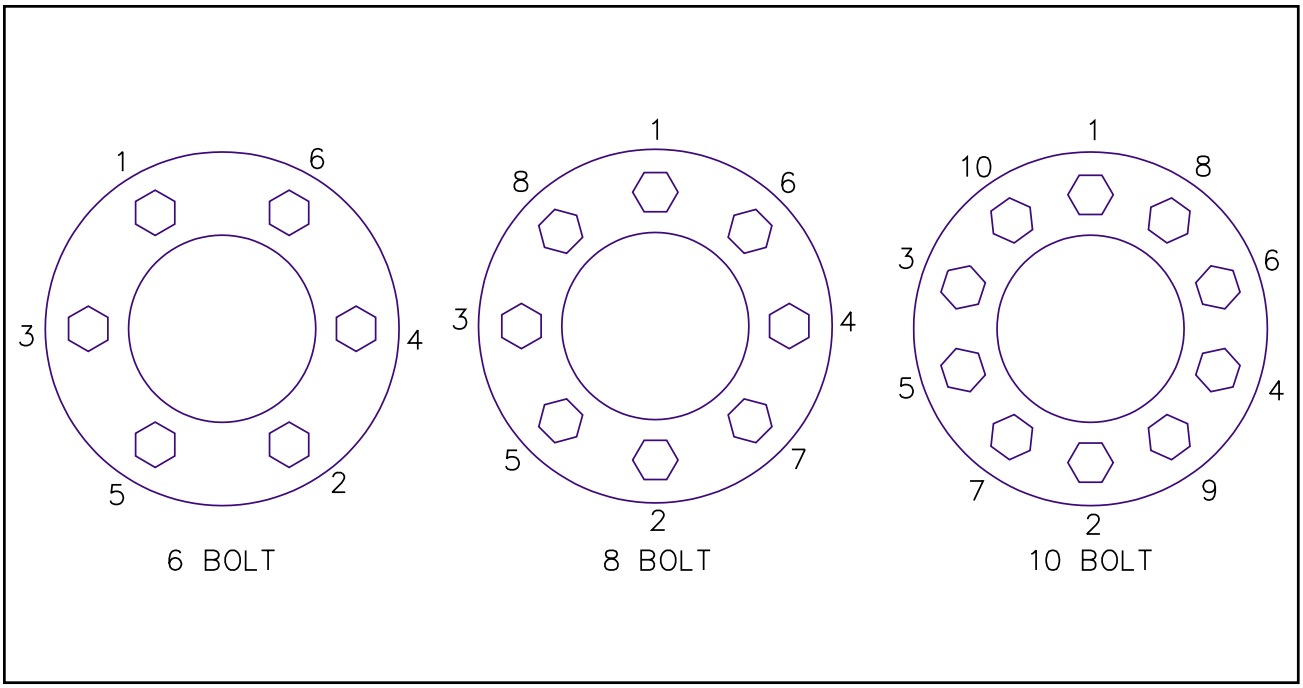

Figure 4-18 Stud Tightening Sequence
c. For **ball seat mounted wheels** only, install the inner capnuts on the studs and tighten to fifty foot-pounds using the sequence illustrated in **Figure 4-18.** Make certain that the left-handed threads are installed on the driver side of the vehicle and the right-handed threads are installed on the curbside of the vehicle.
d. Tighten the inner capnuts to full torque of 450 to 500 foot-pounds using the sequence shown in **Figure 4-18.**
g. Install the outer capnuts (ball seat) or flange nut (pilot mount) and tighten to 50 foot-pounds using the sequence in **Figure 4-18.** Then tighten to full torque of 450 to 500 foot-pounds for ball seat and 450 to 500 foot-pounds for pilot mount, using the same sequence.
e. After they are properly seated, tighten the rim nuts one-quarter turn at a time, in the order illustrated in **Figure 4-18** to a torque of 200 to 250 foot-pounds.